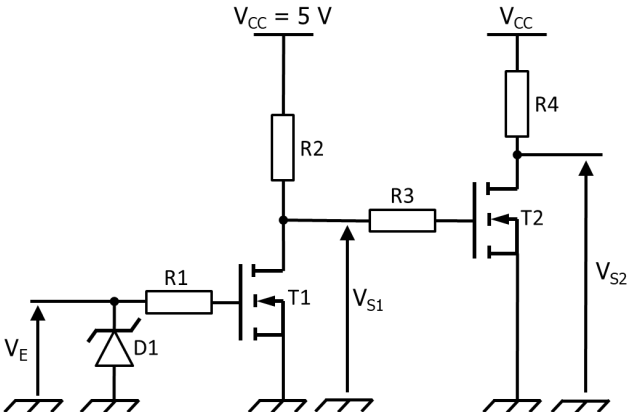

Figure 14.2 : Schéma de MOSFETs.
Considérons le schéma de la figure 14.2 comportant deux transistors T1 et T2 pour lequel ***V_T = 2,5 V***, une diode Zener de tension ***V_Z = 5 V***. Nous supposons que le transistor fonctionne en régime linéaire et que son temps de commutation est nul.
1.9) Repérer sur le schéma de la figure 14.2 les broches grille (G), drain (D) et source (S) des 2 transistors.